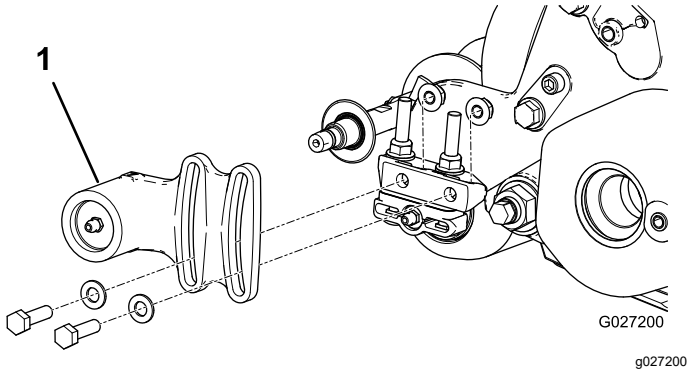
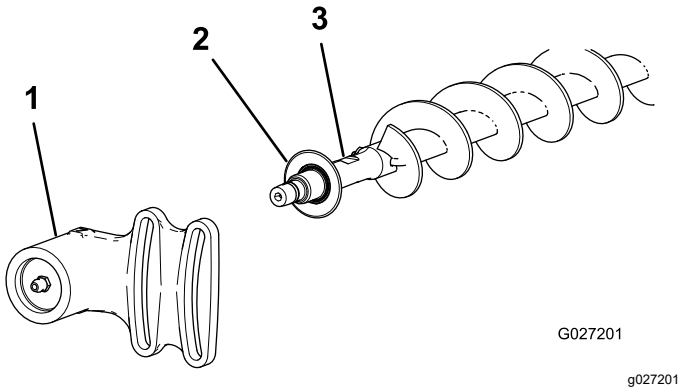

**Рисунок 21**
**Рисунок 22**
1. Если щетка катка установлена на режущем блоке, выверните два болта, снимите шайбы и гайки крепления корпуса подшипника неприводной стороны к монтажному кронштейну корпуса подшипника (Рисунок 21 и Рисунок 22).
2. Сдвиньте корпус подшипника неприводной стороны и защитное уплотнение с вала щетки (Рисунок 22).
9. Установите защитное уплотнение и корпус подшипника неприводной стороны на вал щетки (Рисунок 22).